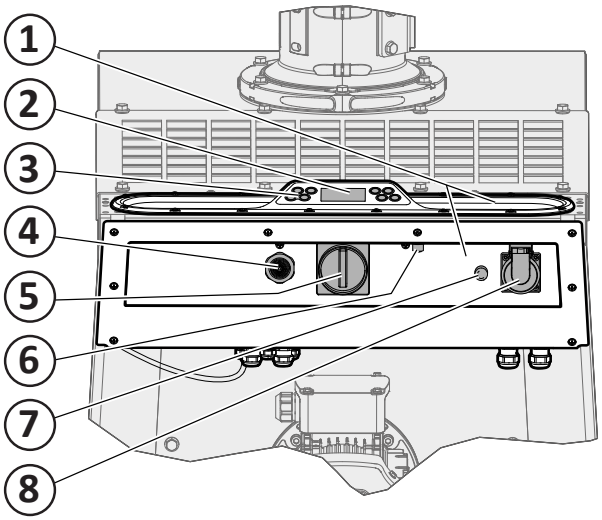
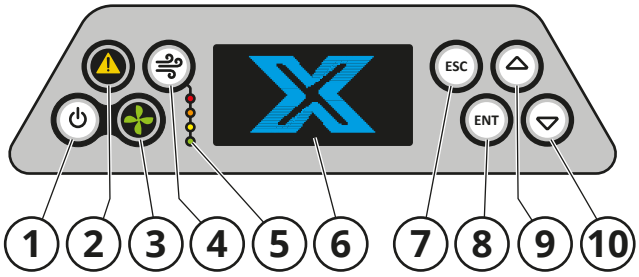

Fig. 16
Fig. 17
Consulte la **Fig. 16**.
En el panel de control (**Fig. 16**) están el tablero de mandos, interruptores, la conexión para alicates sensor y la toma de 230 VCA con disyuntor automático. El panel de control también hace las veces de asa cuando tenga que trasladar la unidad y de superficie de descarga.
La necesidad de limpiar el filtro se indica mediante la alarma acústica (4), el indicador de advertencia parpadeante (2, **Fig. 17**), así como porque el piloto de funcionamiento normal (3) se apaga en el tablero de mandos. Cuando la caída de la presión alcance 1600 Pa, la alarma acústica advierte de que el cartucho del filtro necesita limpiarse. Si se ignora la alarma y no se realiza la limpieza del filtro, el flujo de aire correrá el riesgo de caer por debajo del flujo mínimo (~600 m^3/h).
Consulte la **Fig. 17**.
Cuando la máquina se enciende con el interruptor (5, **Fig. 16**), la pantalla se ilumina (6, **Fig. 17**). Cuando en la pantalla aparece AJUSTES y MANTENIMIENTO, el cuadro de mandos está listo para ser utilizado. El ventilador se inicia/detiene con el botón de inicio/parada del ventilador (1) y el funcionamiento viene indicado mediante el Indicador de funcionamiento (3). Si el flujo de aire es demasiado bajo, se apaga el indicador luminoso de Indicador de funcionamiento, el indicador de advertencia (2) parpadea y se activa la alarma acústica.
Autoencendido. Configuración para, mediante una herramienta, por ejemplo, amoladora angular conectada a la toma de 230 V (pos. 8, **Fig. 16**), iniciar y detener el motor del ventilador. La selección se realiza con el botón de navegación.
Al seleccionar **Limpieza automática ACTIVADA** en el menú de configuración, la limpieza automática del filtro se produce durante el funcionamiento. La limpieza automática del filtro se produce entre caídas de presión preestablecidas. Los testigos indicadores del estado del filtro en el tablero de mandos (**Fig. 17**, pos. 5) muestran el grado de contaminación del medio filtrante. También se lleva a cabo una limpieza sin conexión 20 minutos después de apagar el motor del ventilador. Cuando el cartucho del filtro está saturado y el flujo de aire es demasiado bajo, la alarma acústica y el indicador de advertencia (2) avisan.